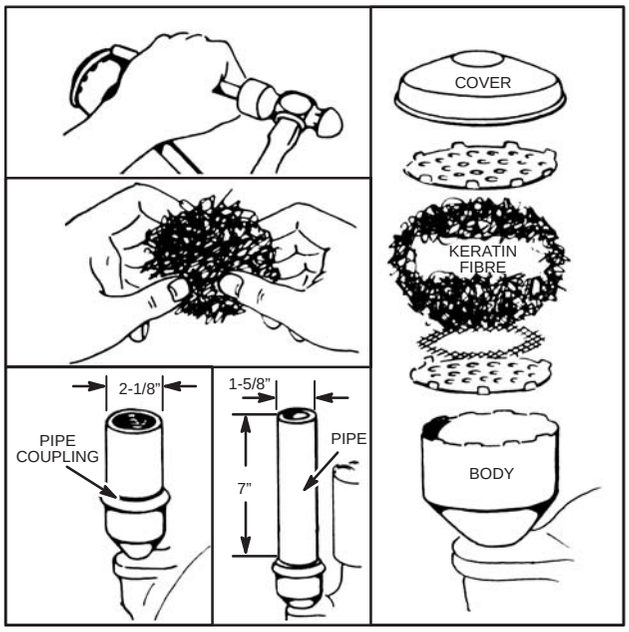
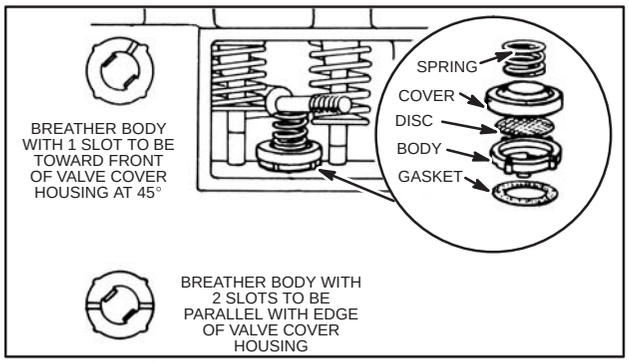

Fig. 172 – OUTSIDE BREATHERS
Fig. 174 – BREATHER VALVE
The purpose of the breather is to relieve crankcase pressure and it is important that they be clean to assure proper operation. Some breathers are located inside the valve chamber, Fig. 174. Others are either pressed or screwed into the crankcase, Fig 172.
Clean all parts thoroughly except moss. Discard old moss. For breather with 1-5/8" dia. body, replace moss with Keratin Fibre, Part #27115 (NLA). For breathers with 2-1/8" dia. body, replace moss with Keratin Fibre, Part #27116 (NLA). Pull Fibre apart enough to remove lumps and prevent it from packing too tightly. Reassemble fibre and retainers as shown in Fig. 172.
Remove and reassemble the parts in the sequence shown in Fig. 174. If the body has two grooves on the under side, the groove should be parallel to the face of the valve chamber. If one (1) groove, the groove should point toward the front of valve cover housing at an angle of 45°. If the body has no groove, it can be assembled either way. The spray shield should be assembled about 1/16" from the face of the valve chamber and as close to the bottom of the chamber as the hole in the shield will allow.